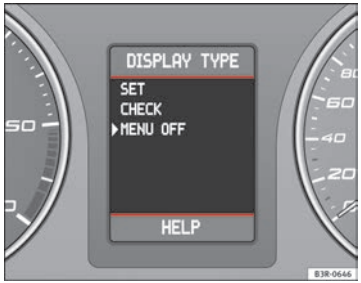

Fig. 62 Display: Main menu
– Press the Reset button until the menu display ⇒ Fig. 62 appears.